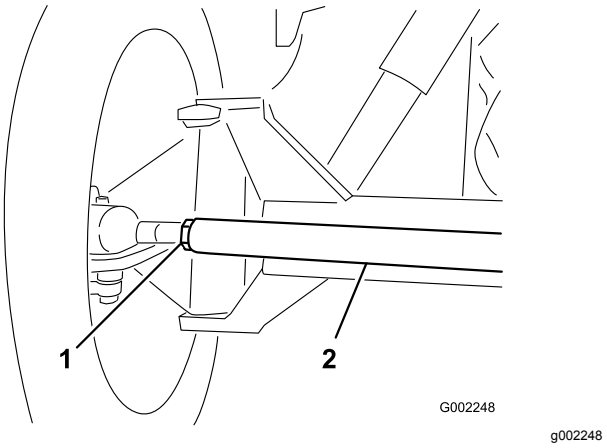

**Рисунок 84**
3. Если измеренное значение выходит за пределы заданного диапазона, ослабьте контргайки с обоих концов тяг (Рисунок 84).